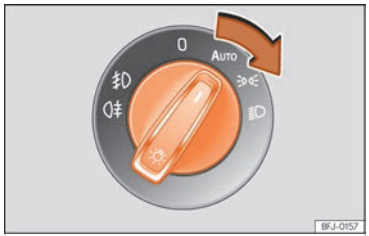

Fig. 72 Tablero de instrumentos: mando de las luces.
- Conecte el encendido y gire el mando de las luces a la posición deseada ››› fig. 72: